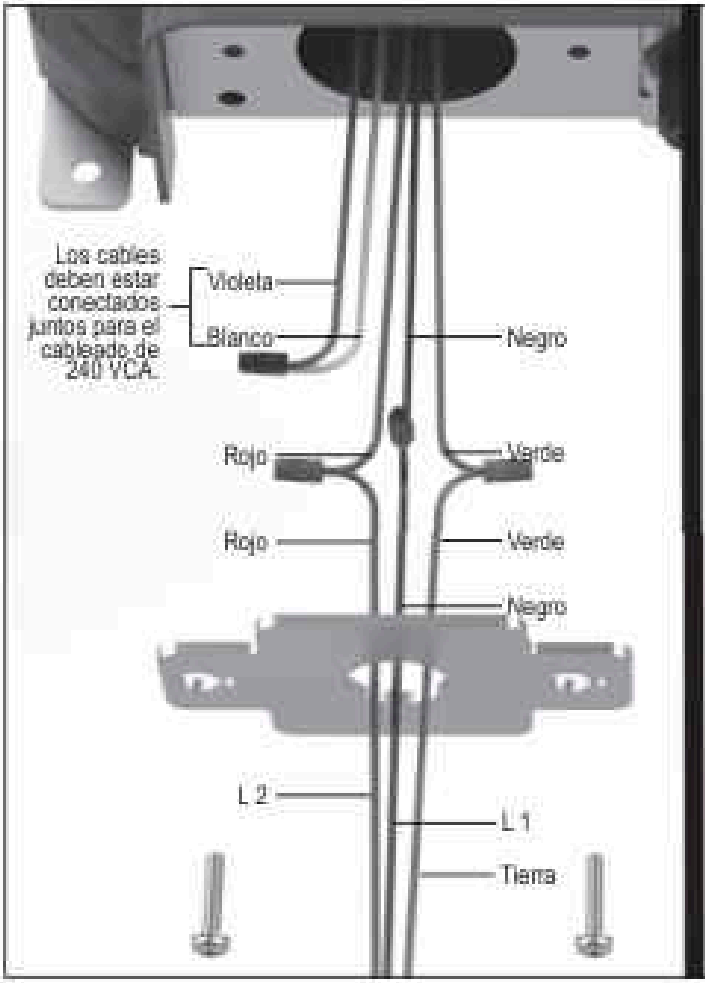
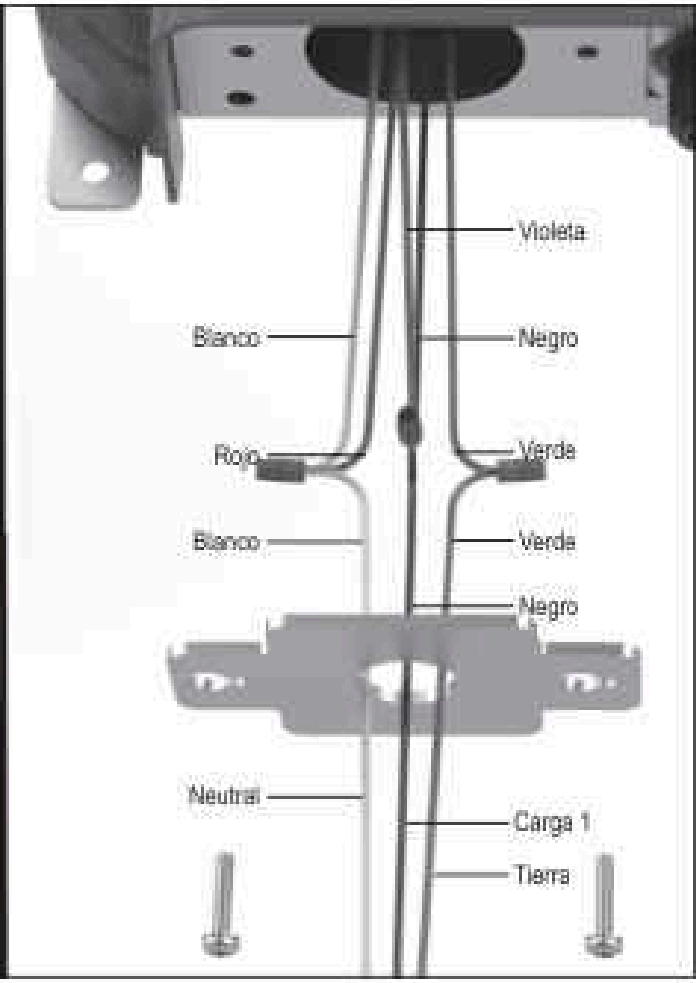

Figura 4. Cableado con una bomba de filtro de 240 VCA
Figura 5. Cableado con una bomba de filtro de 120 VCA
1. Conecte el paquete de energía a la fuente de alimentación de la bomba de la piscina usando cable aislado de 3,3 mm² (12 AWG) y conducto eléctrico. Direccione el paquete de energía hacia el lado LOAD de la bomba de filtrado o el lado LOAD del relé temporizador de la bomba de filtrado para que el clorador se active únicamente cuando se activa la bomba de la piscina (ver la Figura 4 para 240 VCA y la Figura 5 para 120 VCA).
5. Haga las conexiones de los cables. Nota: El cable verde debe conectarse al punto de conexión a tierra (ver la Figura 4 para 240 VCA y la Figura 5 para 120 VCA).